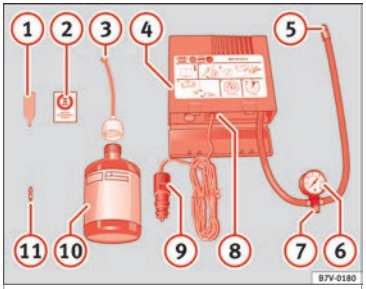

Fig. 132 Standard representation: Contents of the tyre mobility system.
The tyre mobility set is located underneath the floor covering in the luggage compartment. It includes the following components ›› **Fig. 132**:
- Use the corresponding enclosed extractor ››› Fig. 132 (1) to unscrew the tyre valve insert. Place the valve insert on a clean surface.
- Vigorously shake the sealant bottle ››› Fig. 132 (10) for several seconds.
- Screw the inflator tube ››› Fig. 132 (3) securely into the sealant bottle in a clockwise direction. The seal on the mouth of the bottle moves automatically.
- Remove the lid from the filling tube ››› Fig. 132 (3) and screw the open end of the tube into the tyre valve.
- Screw the valve insert again with the corresponding enclosed extractor ››› Fig. 132 (1) into the tyre valve.
- Securely screw the tyre inflator tube ››› Fig. 132 (5) of the compressor into the tyre valve.
- Check whether the air bleed screw ››› Fig. 132 (7) is closed.
- Attach the connector ››› Fig. 132 (9) to a 12 volt socket of the vehicle ››› page 72.
- Connect the air compressor with the ON/OFF switch ››› Fig. 132 (8).
Screw in the inflator tube ››› Fig. 132 (5) again and check the pressure on the gauge (6).